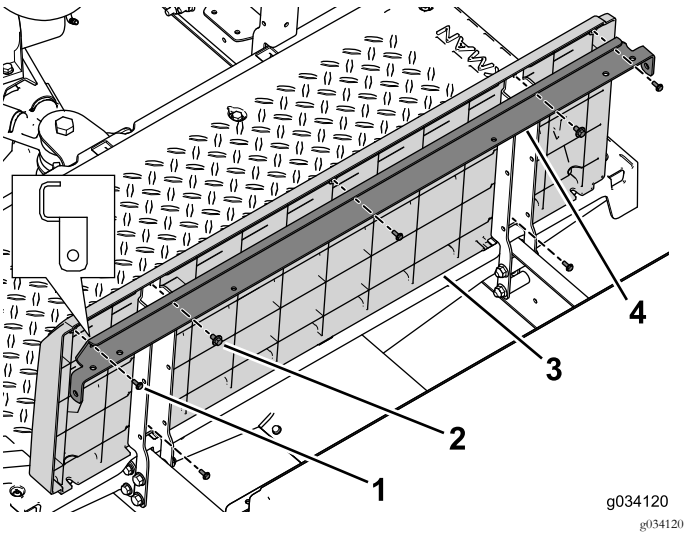

Figur 40
4. Brug de to bolte med spændeskiver (1/4 x 1/2 tomme) til at fastgøre vinkelstøttebeslaget og sædesokkelpanelet på venstre og højre sædestøtte (Figur 40).
5. Brug de fem skruer (nr. 10 x 1/2 tomme) til at fastgøre bagpanelet på sædeafstiveren og sædestøtterne (Figur 40).